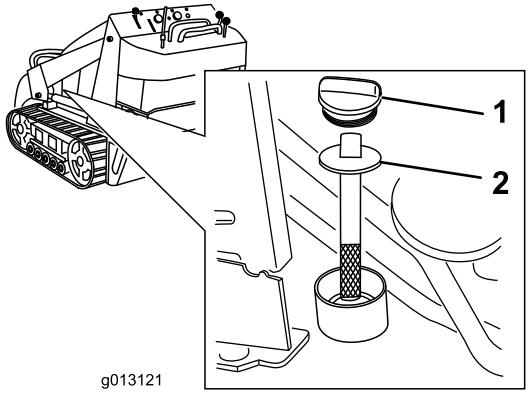

Figur 56
5. Ta bort hydraultanklocket och oljestickan (Figur 56).